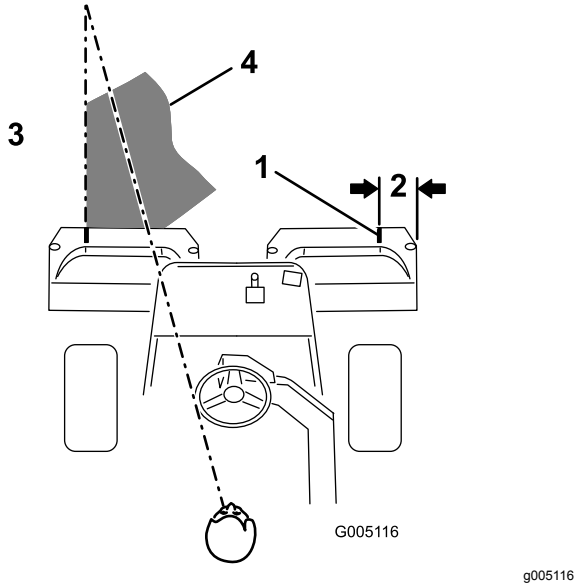

**Rysunek 23**
**Informacja:** Aby ułatwić sobie utrzymywanie prostej linii jazdy po terenie trawiastym i utrzymywać równą odległość od krawędzi poprzedniego koszenia, ustaw w wyobraźni linię docelową znajdującą się w odległości od 1,8 do 3 m przed maszyną do krawędzi nieskoszonej części trawnika (Rysunek 23). Niektórzy operatorzy preferują włączenie zewnętrznej krawędzi kierownicy jako elementu linii celowania, to znaczy utrzymują krawędź kierownicy na jednej linii z punktem znajdującym się w tej samej odległości od przedniej części maszyny.